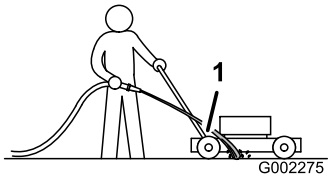

Figura 42
3. Tenete il flessibile da giardino all'altezza della maniglia e indirizzate il getto per terra, davanti alla ruota posteriore destra (Figura 42).